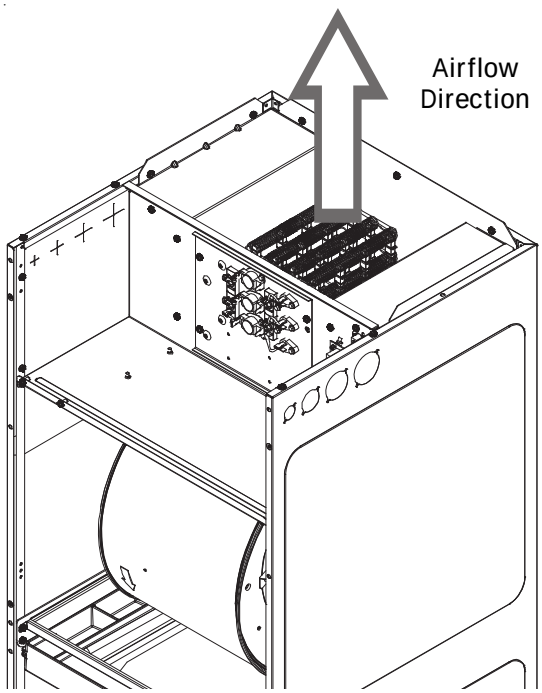

Figure 1
2. Remove and retain the four (4) screws securing the cover plate. Remove and discard the cover plate.
4. Slide the electric heat kit into the opening in the air handler, making sure the direction of airflow decal attached to the electric heat face plate is pointing in the correct direction, and secure the electric heat face plate using the screws removed in Step 2. Use caution to not bend or damage the electric heating elements, the limit switches or fuses during this process. See Figure1.